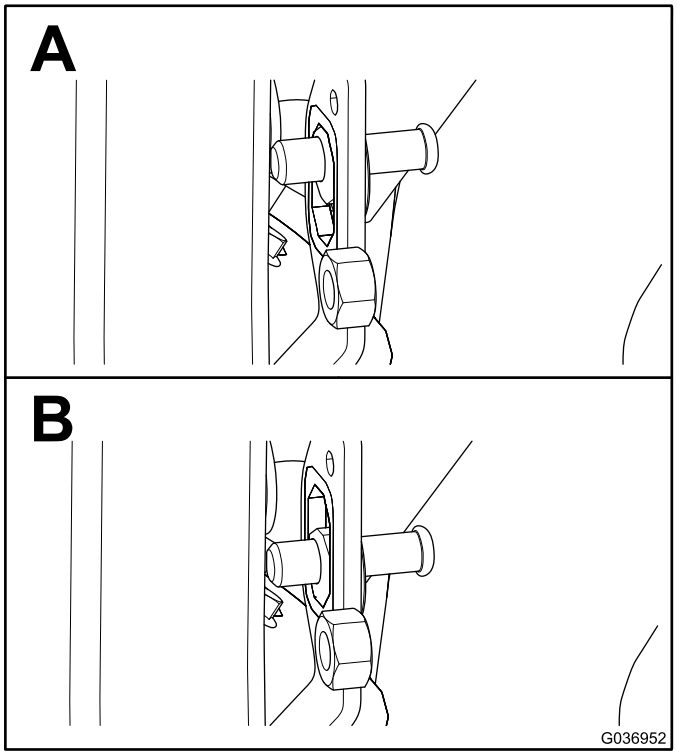

図 4
1. ラッチピンを、レール上のラッチピン取り付けブラケットの中央に合わせる (図 4)。
4. ラッチピンが 1.9-2.2 cm に収まったら、図 4のようにジャムナットを締め付ける。